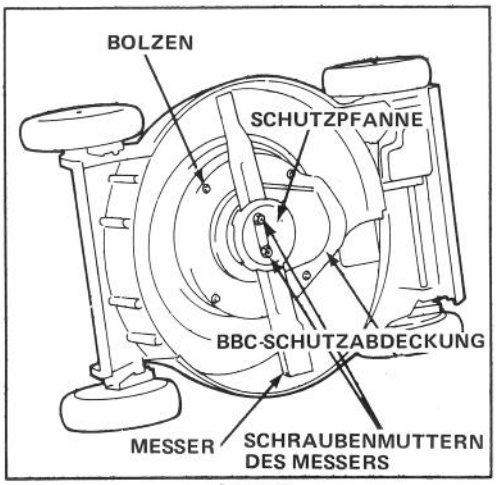

Bild 31
4. Die Messermuttern (2), Schutzpfanne, Messer, Abstandshalter und die Bolzen (4), die das Schutzschild (BBC) am Mäherkasten befestigen, abnehmen (Bild 31 und 32).